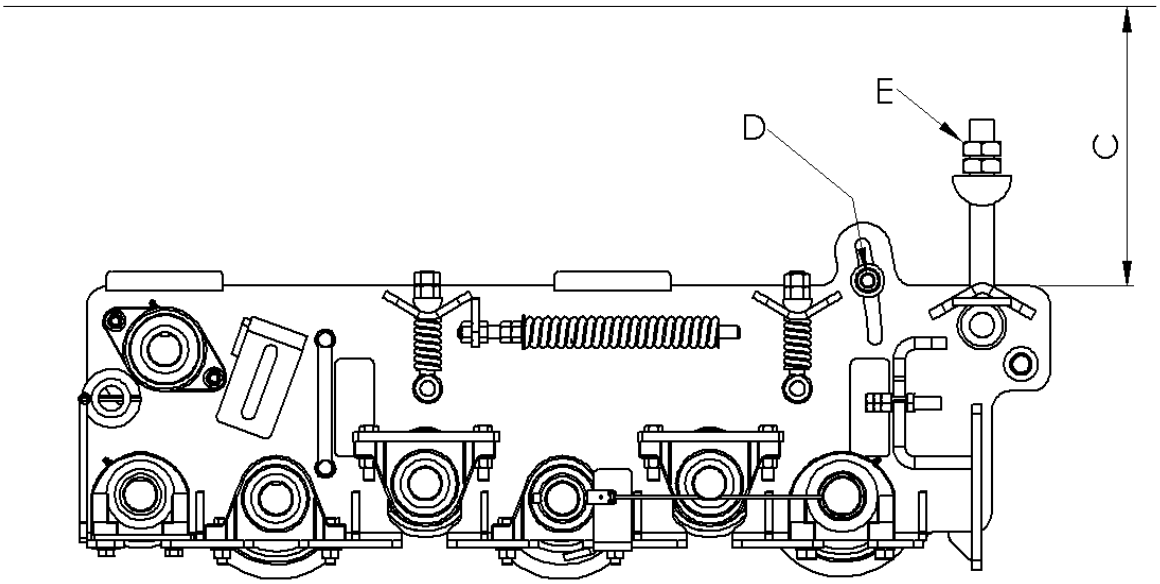

Figure 7-27: Grabroll Bed Angle
3. Loosen nut (D), shown in figure 7-27.
4. Adjust eyebolt (E) for the desired bed angle.